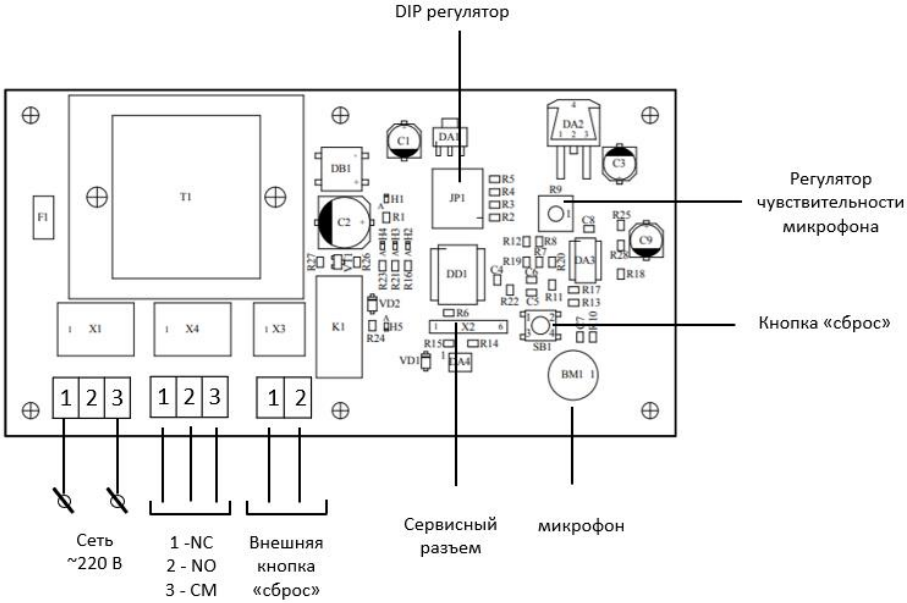

**Рисунок 1 – Подключение и регулировка**
1. Подключить прибор к источнику питания (клеммы 1 и 3 разъема X1). *См.рисунок 1*
2. Подключить вспомогательный блок (клеммы 1 и 2 разъема X3). *См.рисунок 1*
3. Подключить внешнее устройство управления (клеммы 2 и 3 (NO – нормально открытый контакт) разъема X4). *См.рисунок 1*
Чувствительность прибора при опознавании сирены может быть скорректирована переменным резистором «чувствительность» *(см.рисунок 1)* . Стандартная, установка резистора находится в минимальном положении, которой вполне достаточно для детекции сирен на расстоянии 2,5 метров и при давлении 90-125 дБ. Однако,